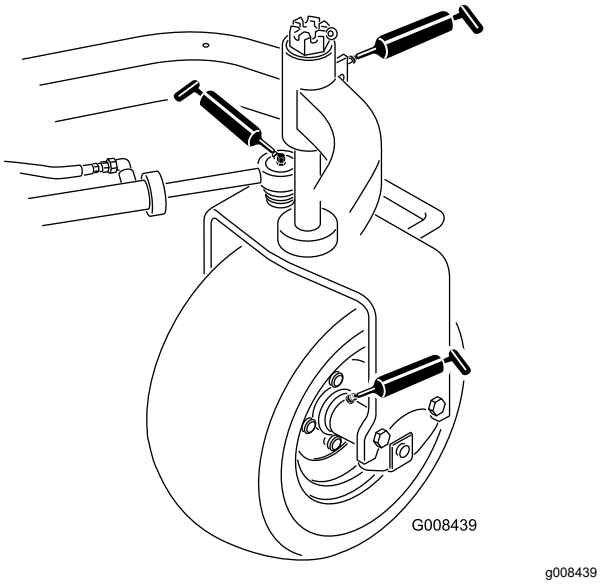

Figure 26
- Moyeu de roue arrière (1) (Figure 26)
- Roulement de roue pivotante (1) (Figure 26)
- Vérin de direction (2) (Figure 26)